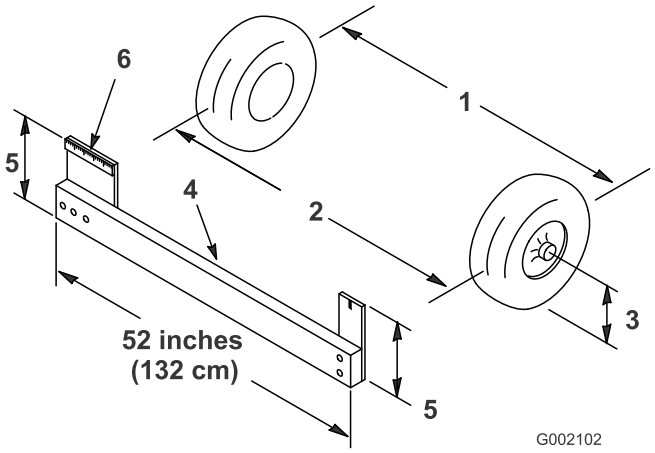

**Figure 44**
2. Measure the distance between both of the front tires at the axle height at both the front and rear of the front tires (Figure 44). A fixture or alignment gauge is needed for the rear measurement of the front tires at axle height. Use the same fixture or alignment gauge to accurately measure the front of the front tires at axle height (Figure 44).